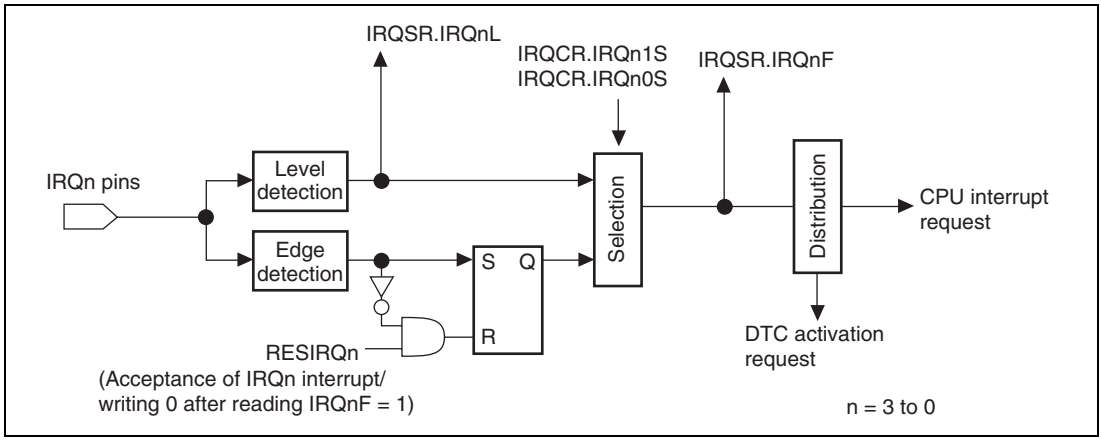

**Figure 6.2 Block Diagram of IRQ3 to IRQ0 Interrupts Control**
In the IRQ interrupt exception handling, the interrupt mask bits (I3 to I0) in the status register (SR) are set to the priority level value of the accepted IRQ interrupt. Figure 6.2 shows the block diagram of the IRQ3 to IRQ0 interrupts.